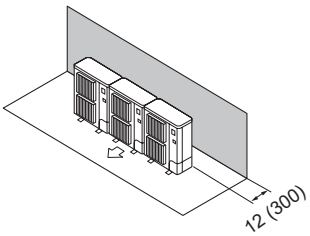

Fig. 2-12
① Obstáculos en la parte trasera (Fig. 2-12)